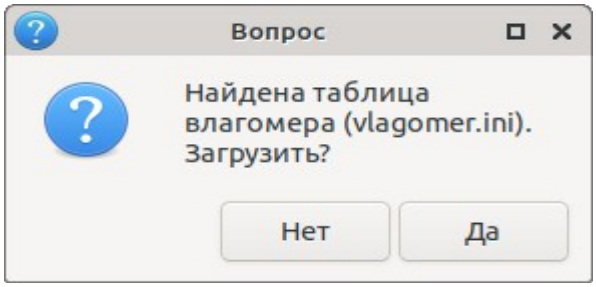

Рис.18
5.2. В случае дистанционной настройки и корректировки показаний влагомера изготовителем прибора, таблицы влагомера могут быть загружены с использованием служебного конфигурационного файла — объединенной таблицы влагомера vlagomer.ini (по аналогии с шаблоном параметров params.ini) посредством установки в контроллер USB-накопителя с записанным в корень накопителя файлом таблицы влагомера(рис.18, 19)